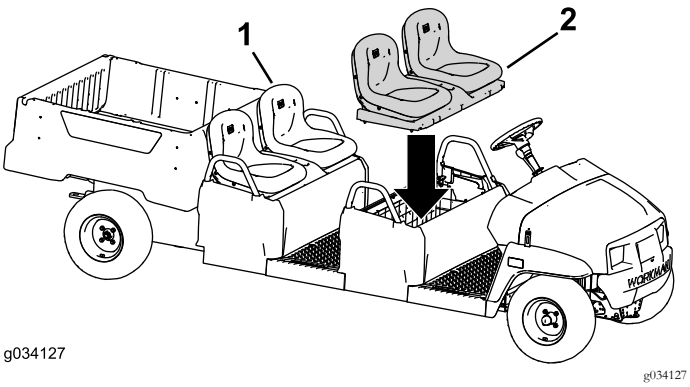

Figura 52
2. Instale el conjunto de asiento original en la fila trasera (Figura 52).
3. Instale el conjunto de asiento en la fila delantera (Figura 52).